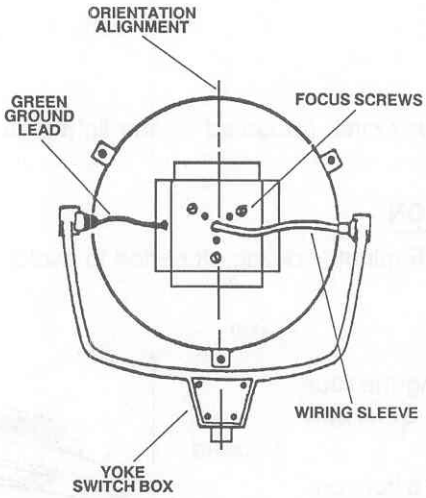

Figure 3-22. Illumination adjustments.
i. Adjust the focus screws (fig 3-22) to obtain maximum illumination while keeping a uniform round area.